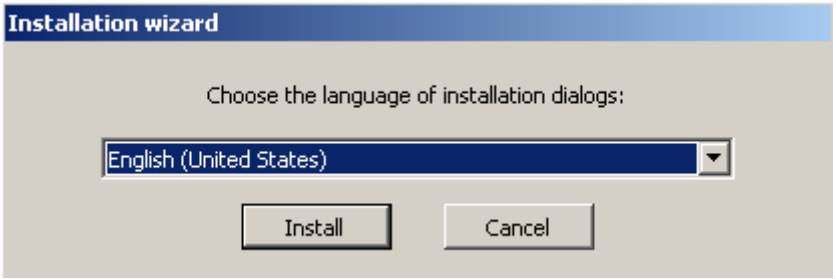

Figure 5.1-4 The dialog box of choosing language
As a result the dialog box of choosing language is displayed (Figure 5.1-4).
3. Choose the language of INTELLECT™ software installation and click "Install" (Figure 5.1-4).